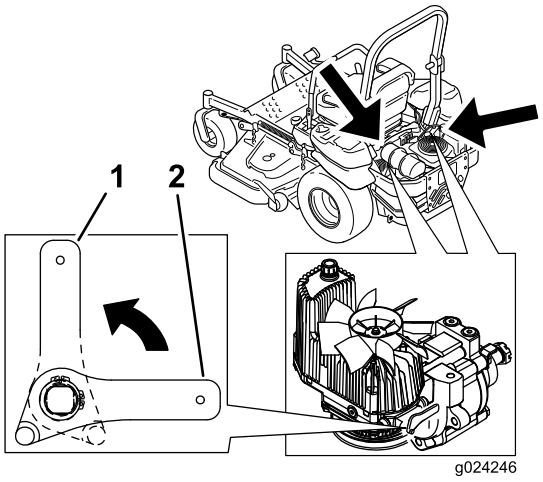

Figur 33
2. Vri løseventilspakene vertikalt for å skyve maskinen. Dette tillater at hydraulikkoljen passerer gjennom pumpen og at hjulene ruller (Figur 33).
4. Vri løseventilspakene horisontalt for å kjøre maskinen (Figur 33).